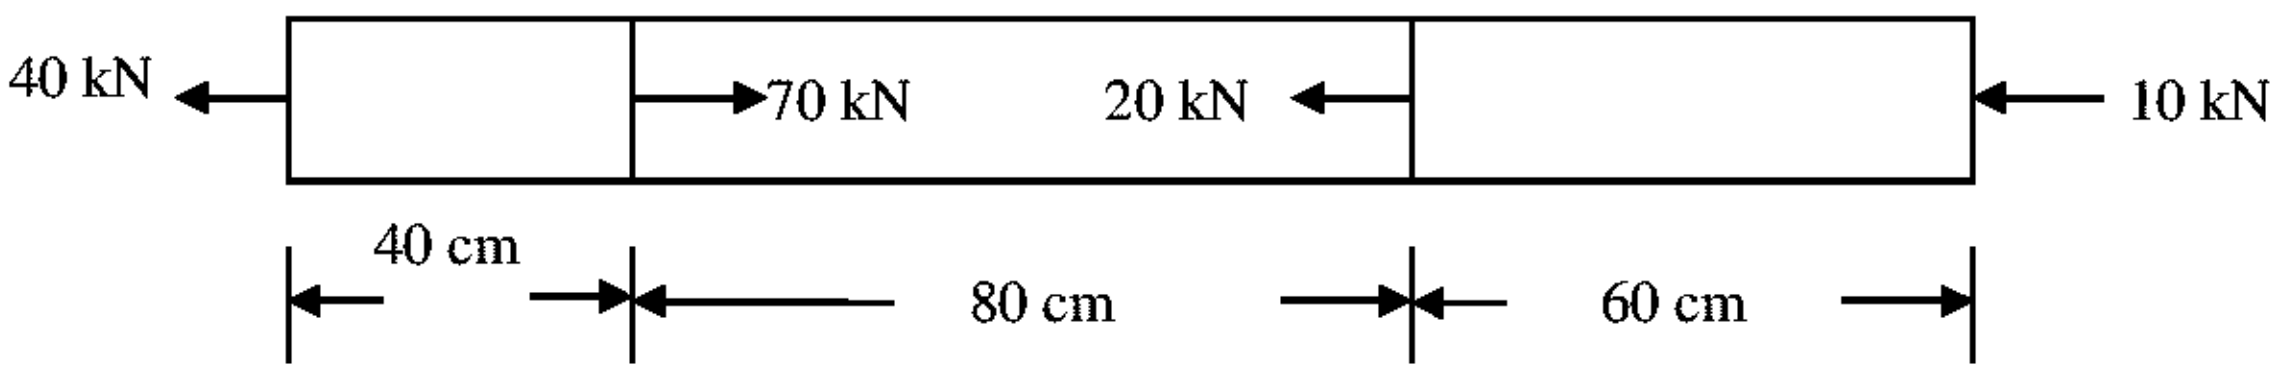

Fig.1
Q.2 (a) Calculate change in length of a steel bar of 16 mm diameter in fig.1. Take E=2 x 10^5 N/mm^2 **07**